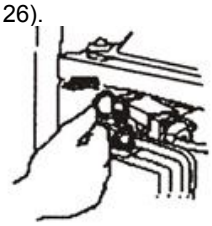

Рис. 26
4.7 Після прогріву двигуна встановіть рукоятку дроселя у позицію “ON” (Рис. 26).